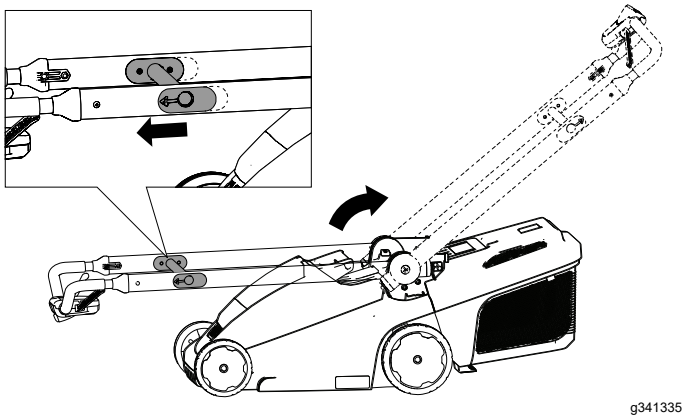

Figur 5
2. Dra handtagets frigöringsstång mot det övre handtaget för att lossa handtagets lås (Figur 5).
3. För handtaget bakåt till körläget och släpp frigöringsstången (Figur 5).